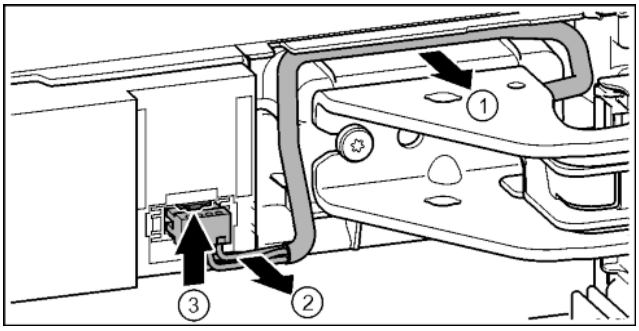

Fig. 23
▶ Sortir délicatement du guide le câble au-dessus du support de palier. *Fig. 23 (1)*
▶ Tirer les torons de câble en dehors du conduit. *Fig. 23 (2)*
▶ Pousser la languette vers le haut et sortir délicatement le connecteur. *Fig. 23 (3)*